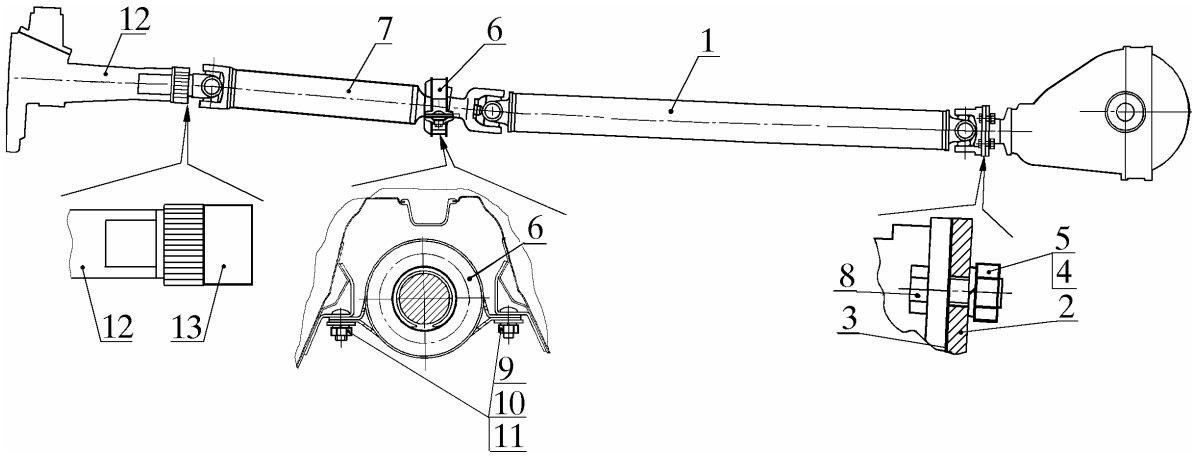

Рис. 19. Снятие карданного вала:
4.17.1. Отсоединить фланец карданного вала 1 (рис. 19) от фланца 2 ведущей шестерни заднего моста, отвинтив и сняв четыре гайки 5, шайбы 4, вынув четыре болта 8, сняв прокладку 3